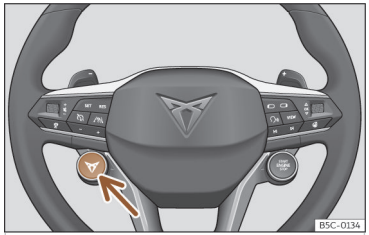

Abb. 117 Multifunktionslenkrad: Schalter für den Fahrprofilwechsel.
- **ODER:** Drücken Sie kurz die Taste ››› **(Abb. 117)** (Pfeil), um das Fahrprofil zu wechseln. Durch längeres Drücken auf die Taste gelangt man direkt zum Fahrprofil **Cupra**.